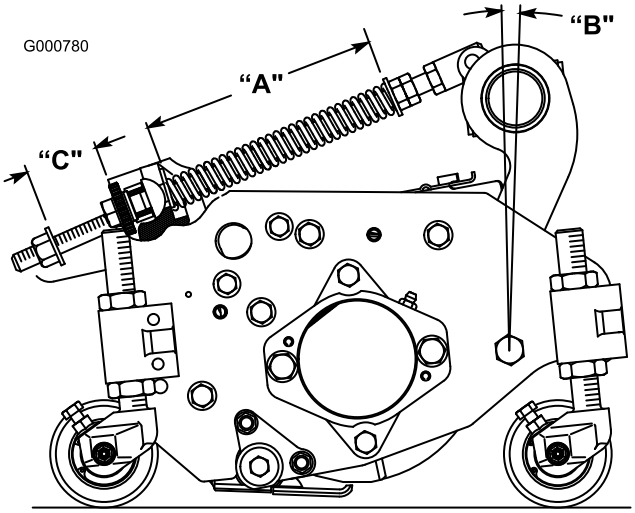

Bild 8
Die Rasenausgleichsfeder (Bild 8), mit der der Trägerrahmen am Mähwerk befestigt ist, steuert den Umfang der möglichen Vorwärts- bzw. Rückwärtsrotation und die Bodenfreiheit beim Transport und Wenden.
1. Ziehen Sie die Sicherungsmutter hinten an der Federstange an, bis der Abstand (C) zwischen der Federhalterung hinten und der Scheibe vorne 25 mm beträgt (Bild 8).
2. Ziehen Sie die Sechskantmuttern vorne an der Federstange an, bis die komprimierte Länge (A) der Feder 203 mm beträgt (Bild 8).
Hinweis: Beim Schneiden von groben oder welligen Rasenflächen sollten Sie die komprimierte Länge (A) der Feder auf 216 mm und den Abstand (C) zwischen der Federhalterung hinten und der Scheibe vorne auf 38 mm erhöhen (Bild 8).